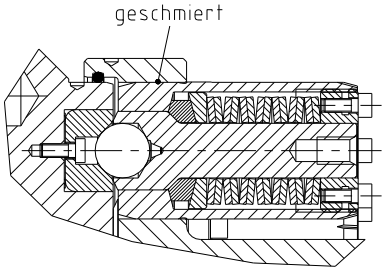

Bild 11
- Schmieren Sie die Freischaltelemente (Bauteil 1.13) mit Montagepaste und setzen Sie sie anschließend in die dafür vorgesehenen Bohrungen ein (siehe Bild 11 und 12).